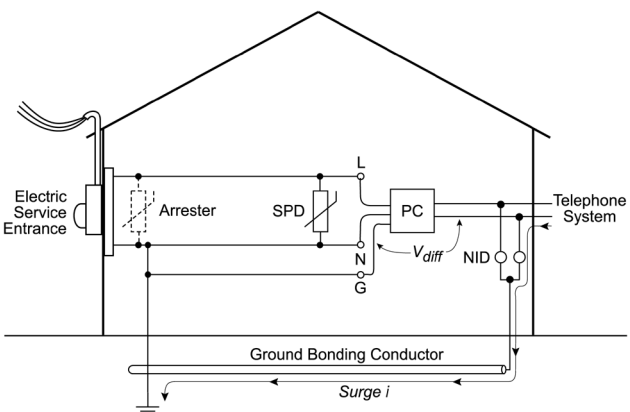

***Figure 1***
In the set-up of Figure 1, a personal computer (PC) is connected to both the power system and the telephone system, and we assume that a surge is coming along the telephone wires. The surge current ("Surge I" in the figure) flows from the telephone system toward the common grounding point via the network protective device (NID) at the point of entry, and the grounding conductor mandated by the National Electrical Code (NEC ®). This current produces a magnetic field that couples into the loop formed by the power branch circuit, the telephone premises wiring lines to the PC, and the bonding conductors. A voltage (Vdiff) is induced in the loop and appears across the power input and telephone input of the PC, with upsetting or damaging consequences. The presence or absence of surge protection on the AC side (Arrester or SPD) has no effect on the coupling. One effective solution is to have the consumer install a combined protector, as explained on page 12.